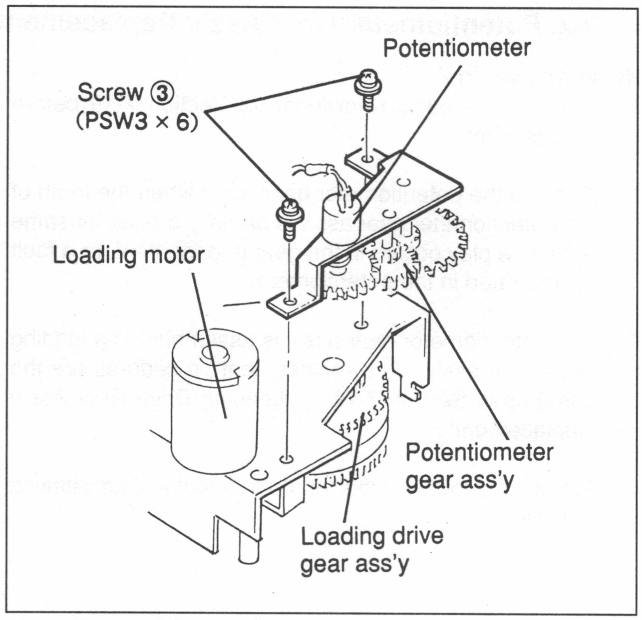

Fig.7-19-7 Potentiometer Gear Ass'y Replacement
5. Potentiometer Gear Ass'y Removal (Fig. 7-19-7)